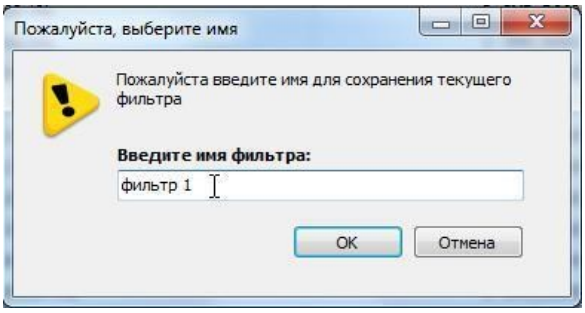

Рис. 802. Ввод имени фильтра
2. На экране отобразится окно, в котором вводится название сохраняемого фильтра, см. Рис. 802.